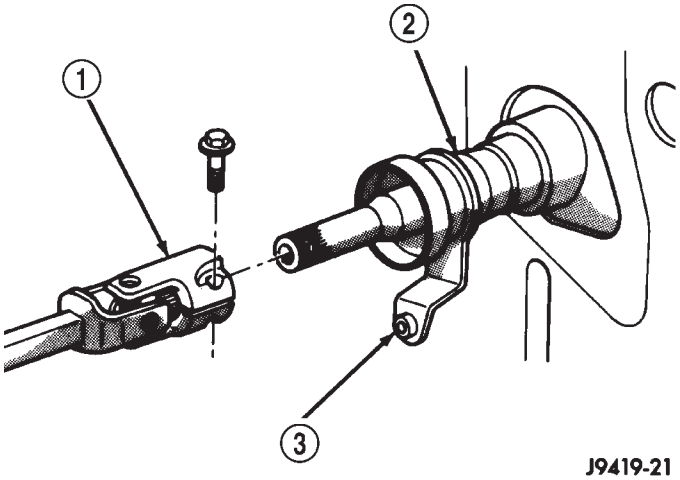

Fig. 4 Steering Coupler-Typical
(5) Remove the shift link rod in the engine compartment (if equipped). Pry the rod out from the grommet in the shift lever.
(6) Scribe or paint reference mark on the column shaft-to-coupler. This will aid in column shaft installation alignment. Remove the steering column shaft-to-coupler bolt (Fig. 4).